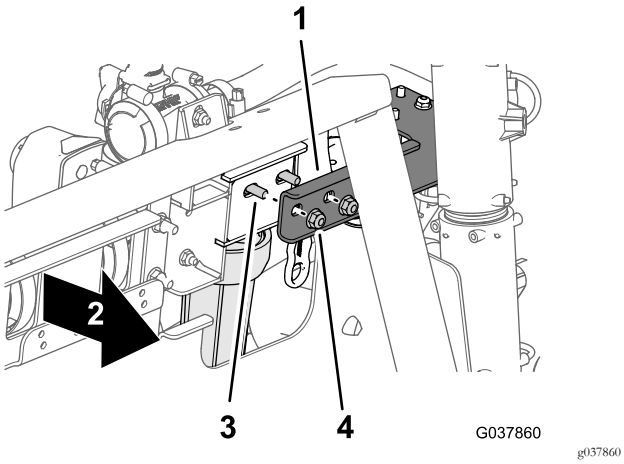

Figuur 64
5. Lijn aan de voorkant van de verdeelstukbeugel de gaten in de beugel van de afsluitklep (Figuur 64) uit met de 2 bouten (5/16 x 3¾").
7. Monteer de beugel van de afsluitklep op de verdeelstukbeugel (Figuur 64); gebruik hierbij de 2 flensborgmoeren die u verwijderd hebt in stap 3, en draai de moeren aan met een torsie van 1978 tot 2542 N·m.